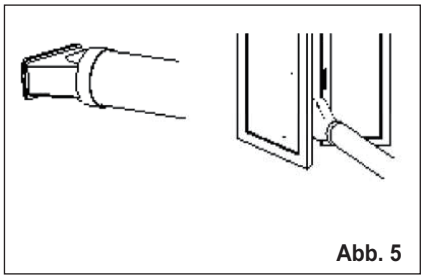

Abb. 5
4. Befestigen Sie den Adapter B im Fenster. (Abb. 5)